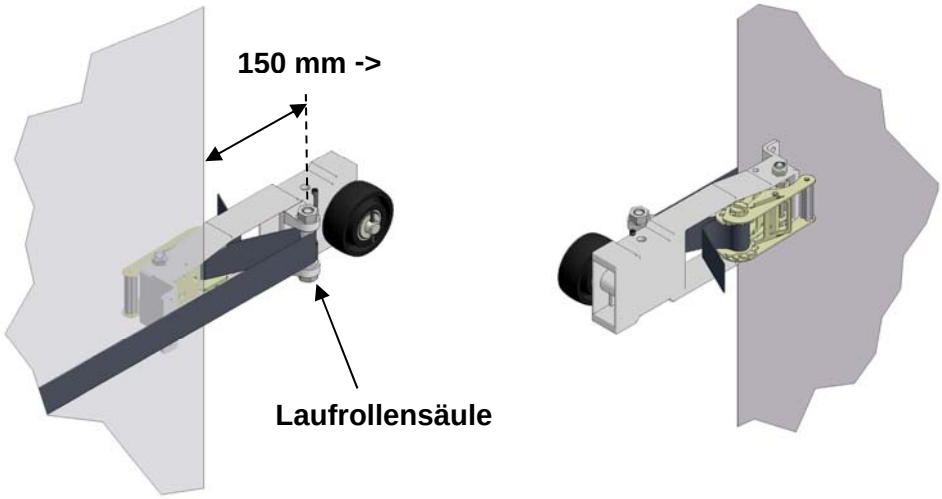

Abbildung 15
5.2 Legen Sie das Gittertor zur Vorbereitung der Befestigung der Gewebegurte an den jeweiligen Laufrollen über die Öffnung. Führen Sie den Gewebegurt am Fuß der Laufrolle beginnend um die Nylonmuffen der Laufrollensäule und dann wieder zurück zur Spannvorrichtung. Führen Sie, während die Paneelkante ca. 150 mm bis 250 mm von der Laufrollensäule entfernt liegt, den Gewebegurt durch den Schlitz in der Klinkenradtrommel und bedienen Sie dann die Kurbel (Abbildung 15). Das Paneel darf zu diesem Zeitpunkt noch nicht die Säule berühren. Wiederholen Sie dies für alle Gewebegurte mit Ausnahme des oberen Gurts (der an den oberen Montageplatten befestigt ist). Achten Sie dabei darauf, dass die Platte mittig ist und insgesamt eine gleichmäßige Spannung aufgewendet wird.